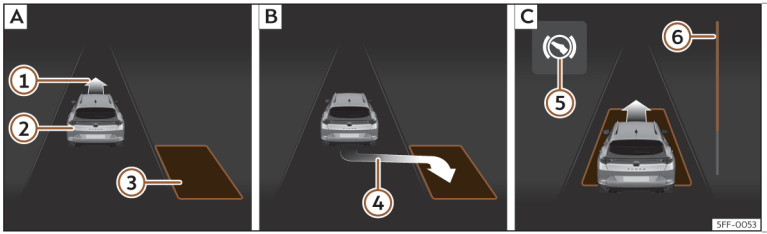
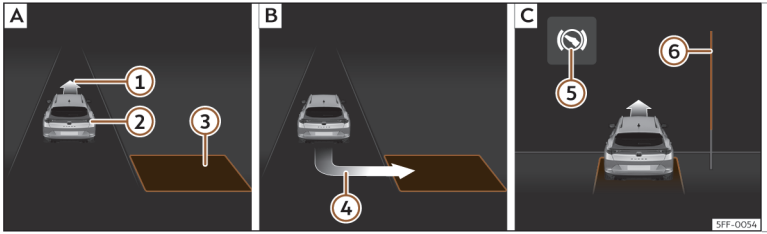

Fig. 192 Sul display del quadro strumenti: Parcheggiare in linea. A Cercare uno spazio di parcheggio. B Posizione di parcheggio. C Manovrare.
Fig. 193 Sul display del quadro strumenti: parcheggiare a pettine. A Cercare uno spazio di parcheggio. B Posizione di parcheggio. C Manovrare.
- Nella visualizzazione del display del quadro strumenti controllare se lo spazio è stato rilevato come "idoneo" ed è stata raggiunta la posizione corretta per parcheggiare >>> fig. 192 B o >>> fig. 193 B. Lo spazio sarà stato considerato "idoneo" se nel display del quadro strumento compare l'indicazione di parcheggio ④.
- Retrocedere finché non si sentirà il segnale continuo del ParkPilot; **OPPURE:** spostarsi in retromarcia finché nel display del quadro strumenti non comparirà l'indicazione di spostarsi con la marcia in avanti››› fig. 192 C o››› fig. 193 C; **OPPURE:** finché nel display del quadro strumenti non comparirà il messaggio **`Park Assist terminato`**. La barra di avanzamento ⑥ indica la distanza che si deve percorrere››› pag. 295 .
- Retrocedere finché non si sentirà il segnale continuo del ParkPilot; **OPPURE:** spostarsi in marcia avanti finché nel display del quadro strumenti non comparirà l'indicazione di spostarsi in retromarcia. L'assistente al parcheggio dirige il veicolo con la marcia in avanti e in retromarcia fino a posizionarlo al centro dello spazio di parcheggio››› fig. 192 C o››› fig. 193 C.
La barra di avanzamento ››› fig. 192 ⑥ e››› fig. 193 ⑥ mostra simbolicamente nel display del quadro strumenti la distanza relativa ancora da percorrere. Maggiore è la distanza, maggiore sarà il riempimento della barra di avanzamento. Circolando con la marcia in avanti, il contenuto della barra di avanzamento diminuisce verso l'alto, e circolando in retromarcia, diminuisce verso il basso.